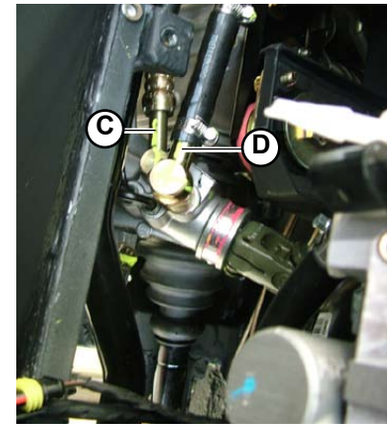

Fig.3
4. Connect the oil delivery pipe (**C-Fig.3**) and the oil return pipe (**D-Fig.3**).